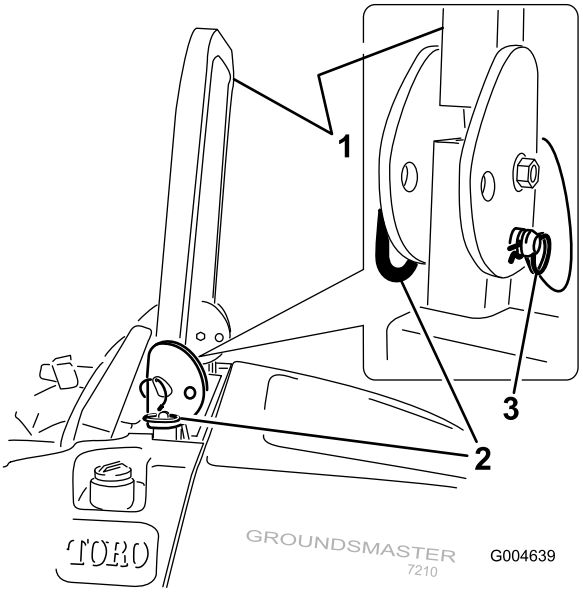

Figuur 10
1. Om de rolbeugel omlaag te klappen, moet u de R-pennen losmaken, de rolbeugel naar voren tegen de veren duwen en de 2 pennen verwijderen (Figuur 10).
3. Plaats de 2 pennen en zet deze vast met de R-pennen (Figuur 10).
4. Om de rolbeugel omhoog te klappen, moet u de R-pennen losmaken en de 2 pennen verwijderen (Figuur 10).
5. Klap de rolbeugel omhoog, plaats de twee pennen en zet deze vast met de R-pennen (Figuur 10).